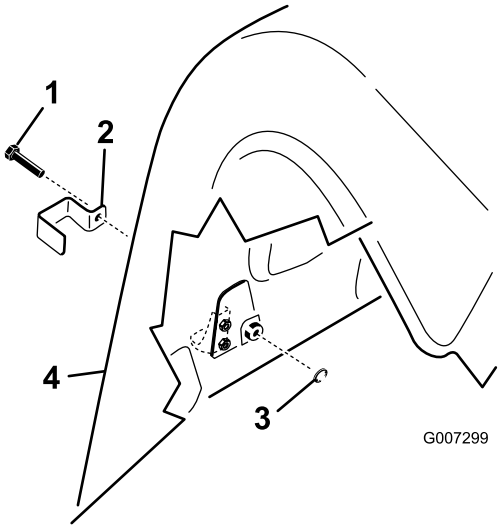

**Figur 15**
1. Monter et låsebeslag over den bageste, nederste venstre og høje hjelm og de øverste motorhjelmslåse på ProCore 864 med en fransk skrue (fire i alt) (Figur 15).
2. Monter et låsebeslag over de bageste, nederste motorhjelmslåse og den udvendige, øverste motorhjelmslås på bageste højre og venstre skærm på ProCore 1298-modellen med en fransk skrue (tre pr. kernehoved, seks i alt) (Figur 15).
3. Brug en tang eller justerbar nøgle og skru en indvendig låseskive på hver bolt (1-2 gevind) for at fastgøre låsen (Figur 15).